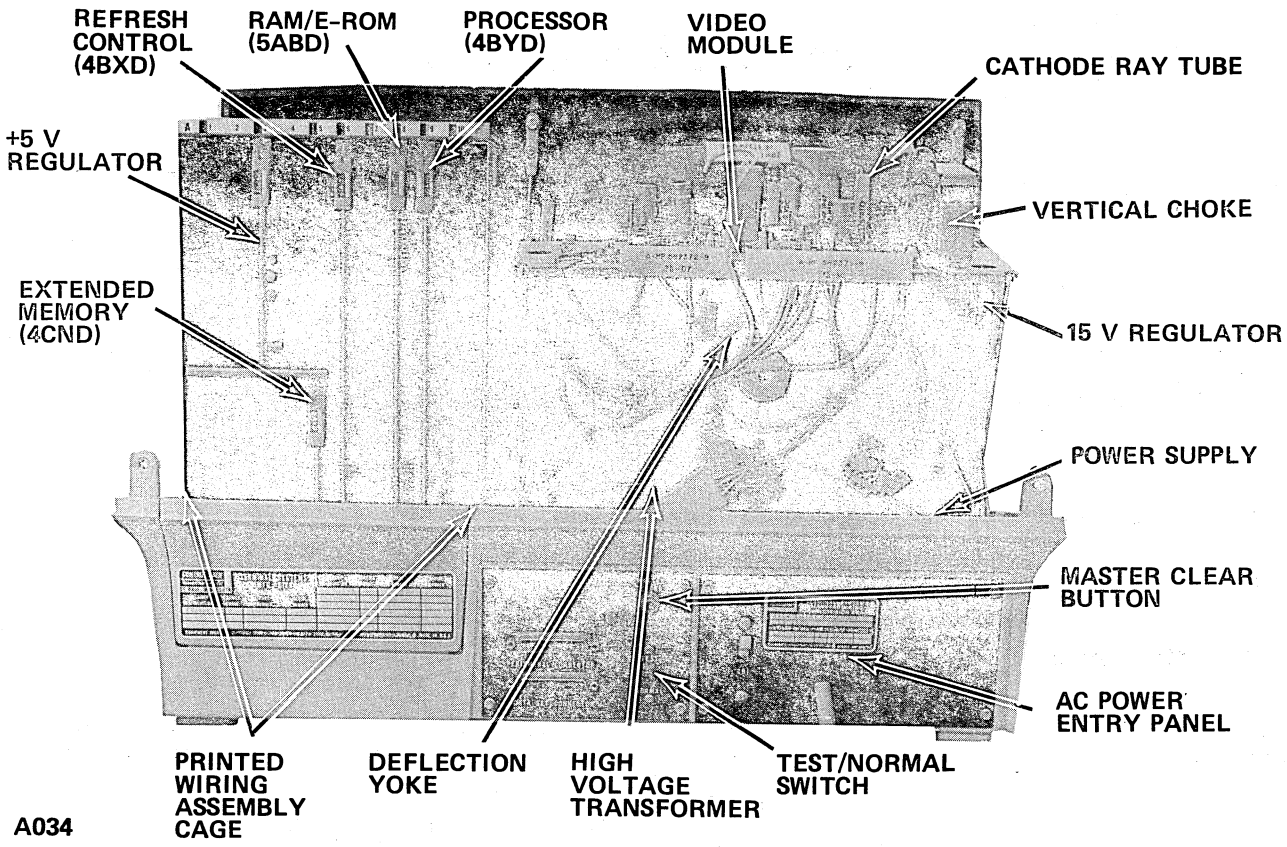

Figure 6-1. Console Display Physical Configuration
5. Check to see if the printed wiring assemblies are inserted in their designated slots. (See figure 6-1 for printed wiring assembly locations.)
2. Place the TEST/NORMAL switch to the TEST position. See figure 6-1 for the switch location.